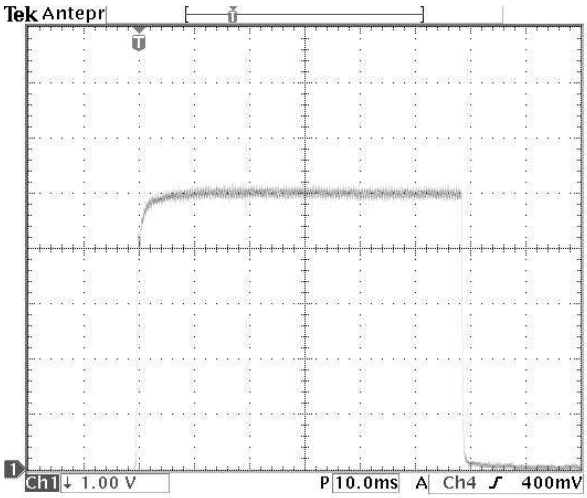

FIGURE 13 – ACQUISITION OF THE KV WAVE FORMS DURING RADIOGRAPHY [100 KV – 16 MAS – 30 KW]
- give the X-RAY command and check that the values read on the oscilloscope correspond with those indicated in **TABLE 8**; (**FIGURE 13** shows an example of a 100 kV wave form)